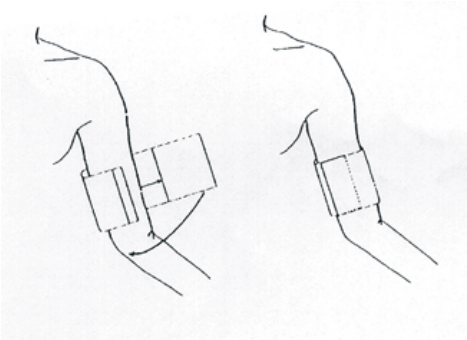

Figure 9-4 Applying the Cuff
3) Apply the cuff to the patient; make sure that the symbol "Φ" is over the appropriate artery (Refer to figure 9-4). Ensure that the cuff is not wrapped too tightly around the limb. Excessive tightness may cause discoloration and eventual ischemia of the extremities.